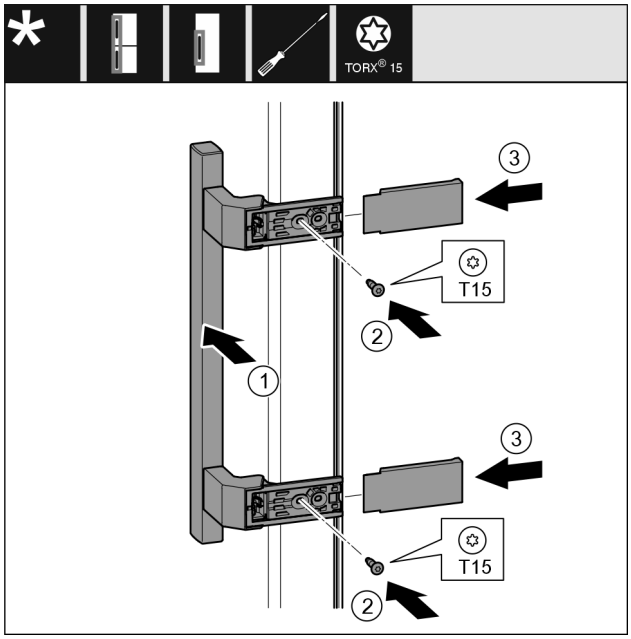

Fig. 26
▶ Aplicați mânerul *Fig. 26 (1)* pe partea opusă.
▶ Înșurubați ferm șuruburile *Fig. 26 (2)* cu șurubelnița.
▶ Aplicați și împingeți capacele *Fig. 26 (3)* laterale.